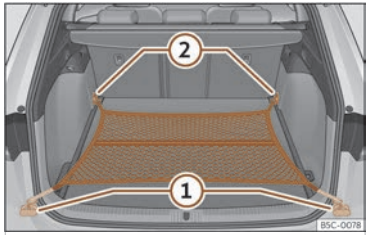

Fig. 200 Dans le coffre à bagages : filet accroché au niveau du plancher.
- Fixez les crochets du filet aux œillets d'amarrage ››› fig. 200 ① et ② ››› ⚠. La fermeture à glissière du sac doit rester vers le haut.